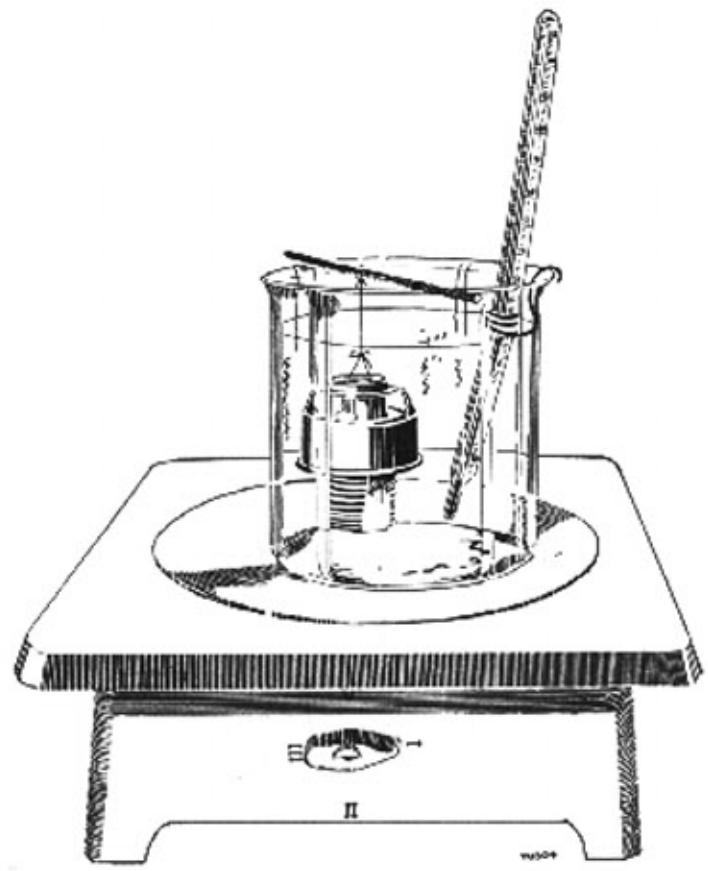

Bild 26-6. Provning av termostat
5. Termostaten kan provas, efter demontering, i ett kärl med vatten som uppvärmes. Se bild 26-6. Termostaten skall öppna och stänga enligt de värden som anges i "Data".